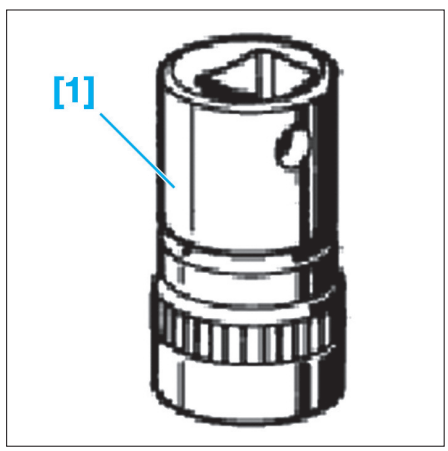

Fig. 2
- [1]. Douille avec aimant (réf BMW : 24 1 110) **(Fig.2)**.